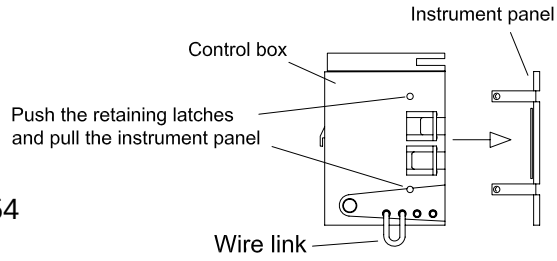

Fig.54
8.24 TO REMOVE THE INSTRUMENT PANEL (Fig. 54).
Push the four retaining latches and remove the front of the panel box (fig. 54).
8.27 EXTERNAL CONTROL CONNECTION (Fig. 54)